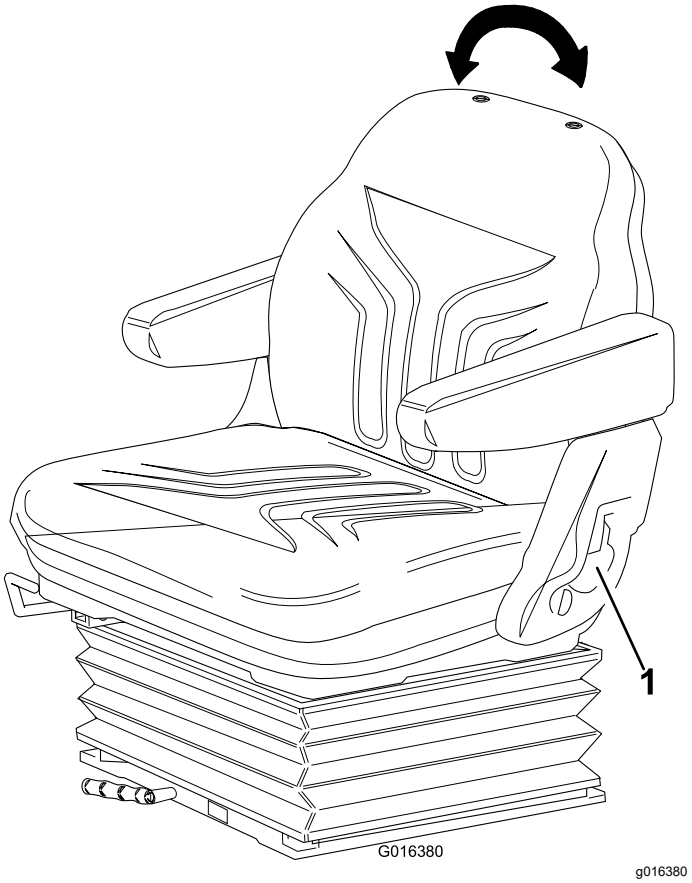

Figur 25
- Træk håndtaget udad for at justere vinklen på sædets ryglæn (Figur 25).